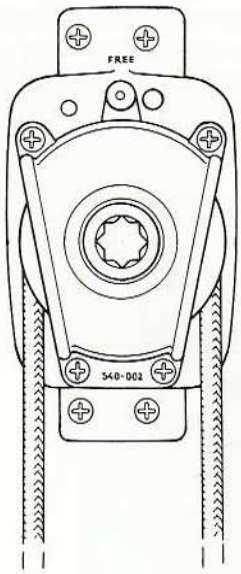

Fig. 5:2
- ☐ *When reefing from the cockpit the Reefing Winch must be set to "FREE". (See Fig. 5:2).*